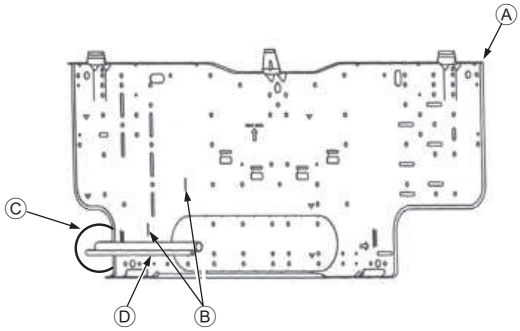

Fig. 3-5
① Placa de montaje ①
3.3. Cuando coloque los tubos en la pared (Fig. 3-5)